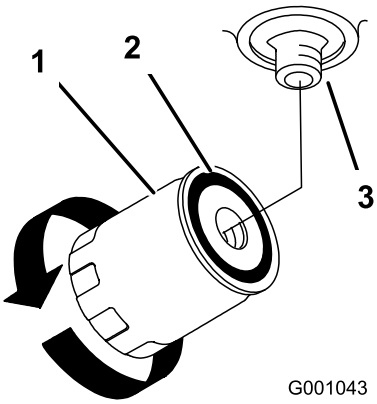

Figur 68
7. Stryk på ett tunt lager ny hydraulolja på utbytesfiltrets gummipackning (Figur 68).
tills gummipackningen kommer i kontakt med filteradaptern. Dra sedan åt filtret ytterligare 1/2 varv (Figur 68).